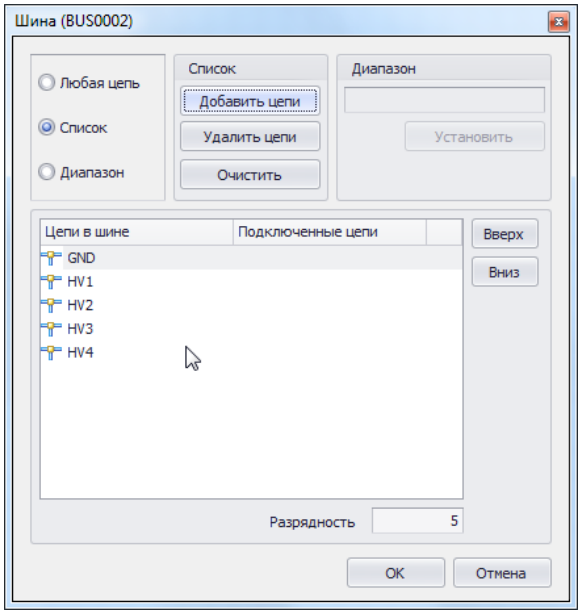

Рис. 510. Отображение цепей
6. Нажать кнопку «ОК», расположенную в нижней части окна, тем самым подтвердив добавление цепей в список цепей, подключенных к шине. Добавленные цепи будут отображаться в списке цепей, добавленных к шине в окне редактора списка цепей, см. Рис. 510. При нажатии кнопки «Отмена» произойдет отмена операции.